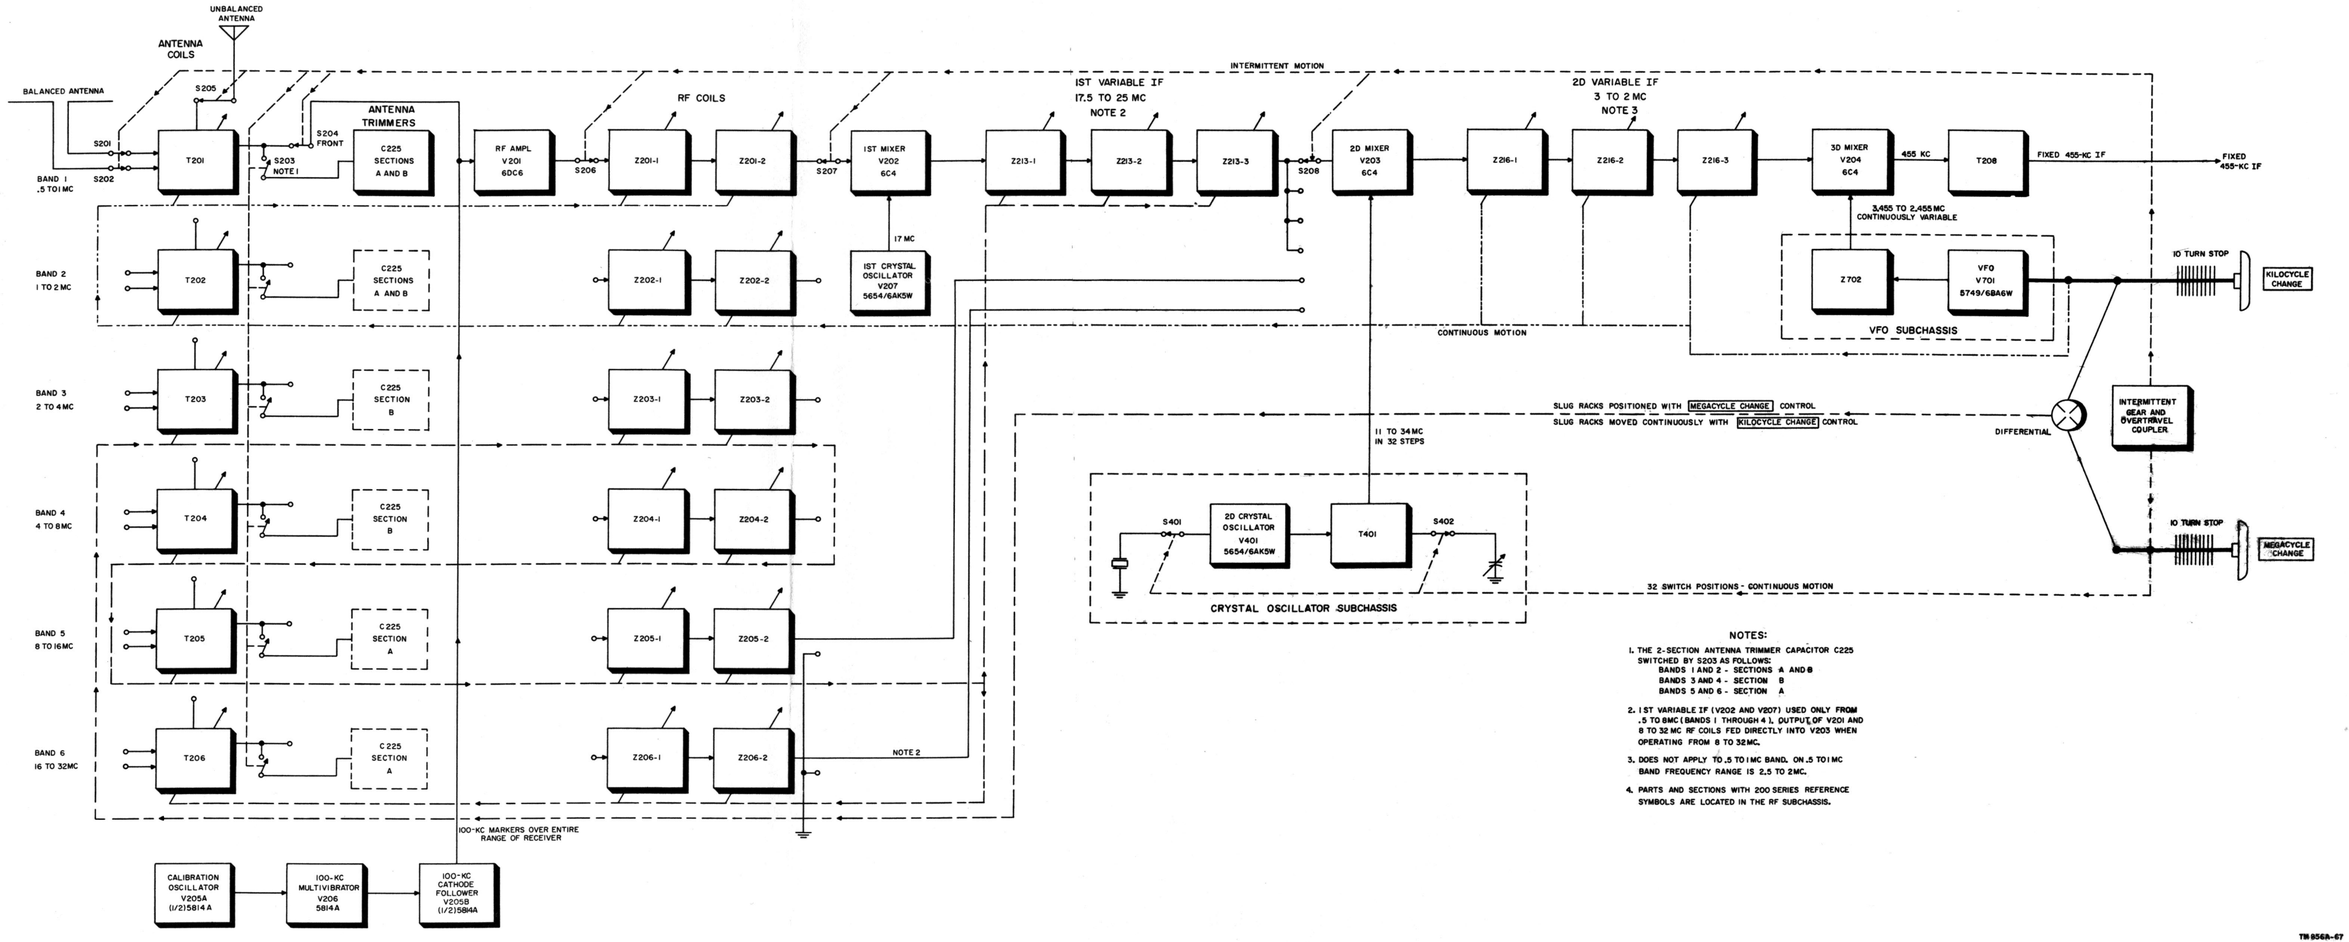

Figure 50. Tuning system, showing relationship of stages, block diagram.
(fig. 50)
a. General. Figure 50 gives a more detailed description of the operation of the mechanical tuning system. A detailed study of the mechanical alignment, disassembly, and reassembly of the tuning assembly should be made in connection with the following analysis. In order to tune continuously from .5 to 32 mc at a linear rate, not only must the correct coils and transformers be selected but the slugs must be moved at the proper rate to tune numerous coils and rf tranformers simultaneously. For example, to cover the .5 to 1-mc band, the slugs in coils T201 and Z201 move over their entire range, a distance of approximately eight-tenths of an inch. At the same time the slugs in the coils of Z213 move approximately five-hundredths of an inch in covering this range. This tuning is controlled with a single knob by means of numerous gears and cams.
b. KILOCYCLE CHANGE Knob. Starting with the right-hand side of figure 50, it will be seen that the KILOCYCLE CHANGE knob tunes the vfo directly through the 10-turn progressive stop. Also connected to this control (dotted lines) are the second variable if slug rack (3 to 2 mc) and the antenna and rf slug racks for the coils covering the .5- to 1-mc and the 1- to 2-mc bands.